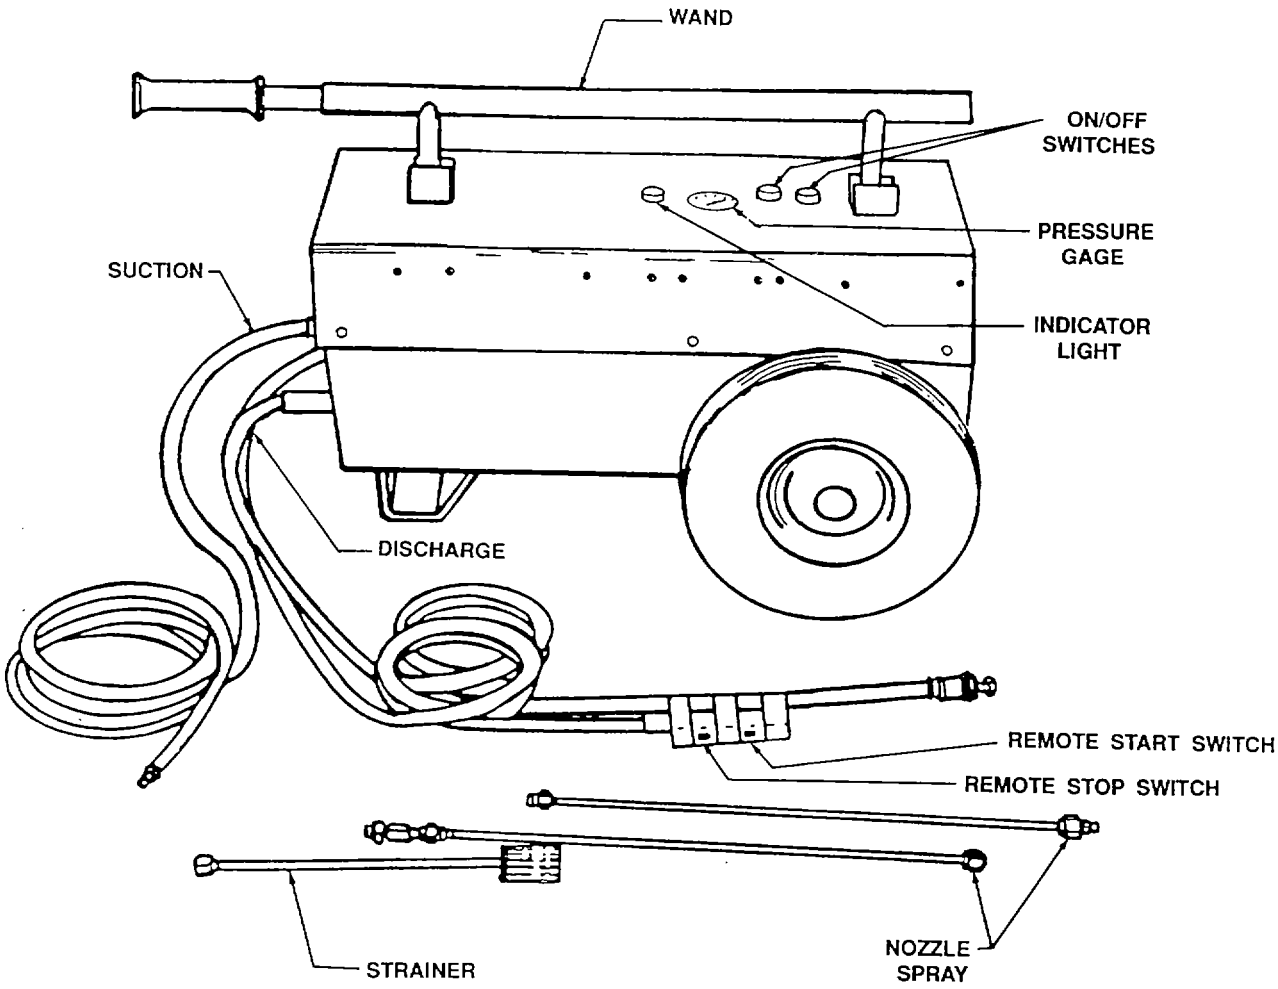

Figure 9-22. Universal Wash Unit
(6) Maintenance. Consult the applicable maintenance manual for preventive and scheduled maintenance requirements.
o. *Universal Wash Unit.* The universal wash unit shown in figure 9-22, is used for aircraft cleaning. The wash unit has two wheels and a single on which the unit is supported and moved about.